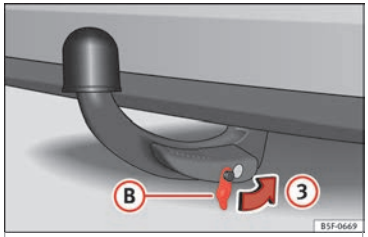

Fig. 228 Placing the cover over the lock.
- Remove the key in the direction of arrow (2).
- Place cover (B) in the lock in the direction of arrow (3) ››› Fig. 228 ››› (!).